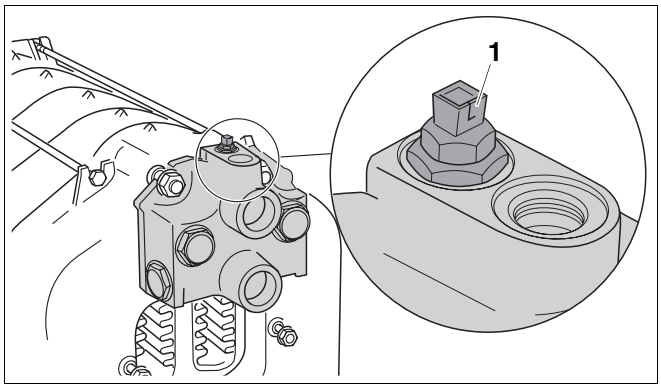

Afb. 47 Ketelvoeler inschroeven
- Schroef het reduceerstuk met de ketelvoeler vast (➔ afb. 47).